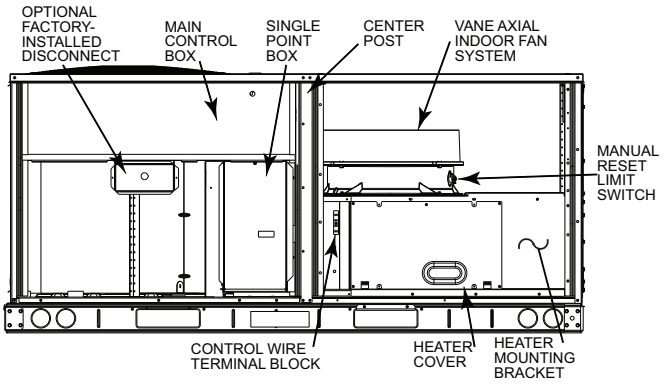
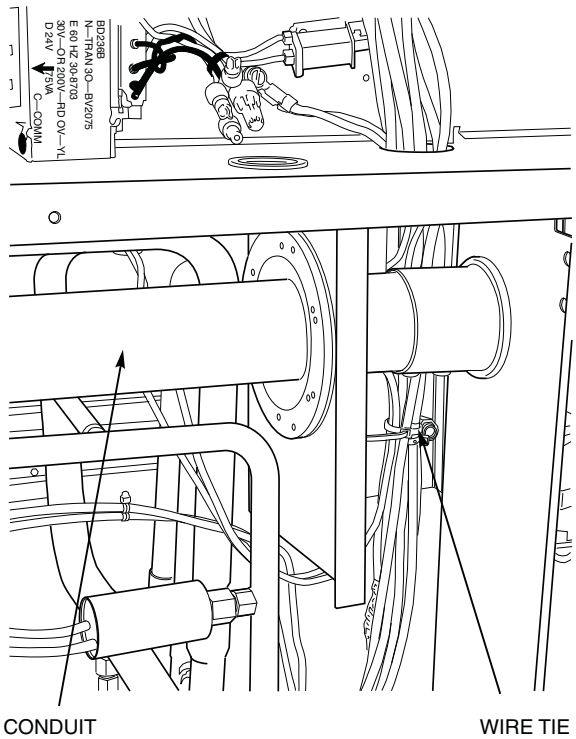

Fig. 5 — Typical Component Location
Fig. 9 — Typical Conduit Installation
4. Remove control box cover and center post. Save screws. (See Fig. 5.)
9. Secure the rainshield (conduit drip boot bracket) assembly to the back of the single point box with 2 of the screws provided. (See Fig. 5.) The channel portion of the bracket assembly extends to the top panel behind the control box. Secure all wires to bracket with field-supplied wire tie as shown. (See Fig. 9.)
6. Factory control wiring for heaters runs from unit control box to terminal block TB-4, mounted in the heater compartment to the left of the heater module. (See Fig. 5 and 13.) Connect the heater control wiring at TB-4.
Remove knockouts for appropriate size conduit from unit block-off panel and single point box. Install conduit (rigid or electrometallic tubing) through conduit drip boot as shown. (See Fig. 9.) Drip boot will accept conduit sizes $^{3}/_{4}$-in. to $1^{1}/_{2}$-in. The drip boot eliminates the need for watertight conduit fittings at the single point box.